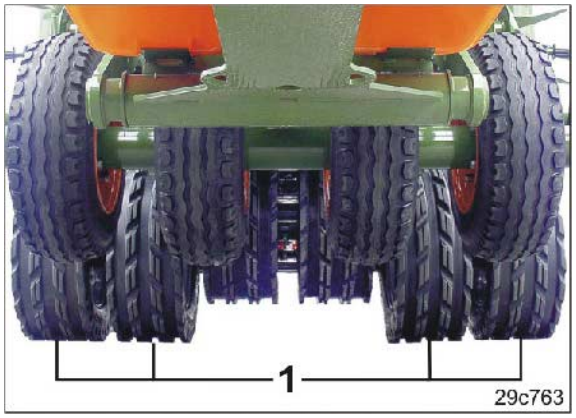

**Fig. 193**
3. Relevez totalement la machine en sortant complètement le train de roulement intégré (Fig. 193/1).